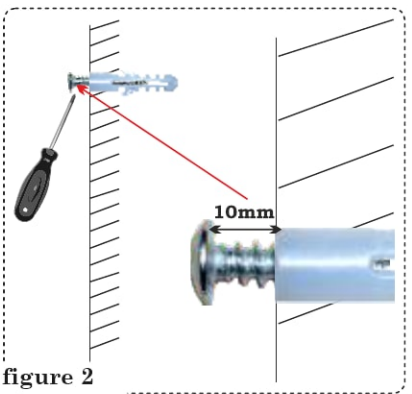

figure 2
3) Screw in the screw so that it protrudes by 10 mm (**figure 2**).